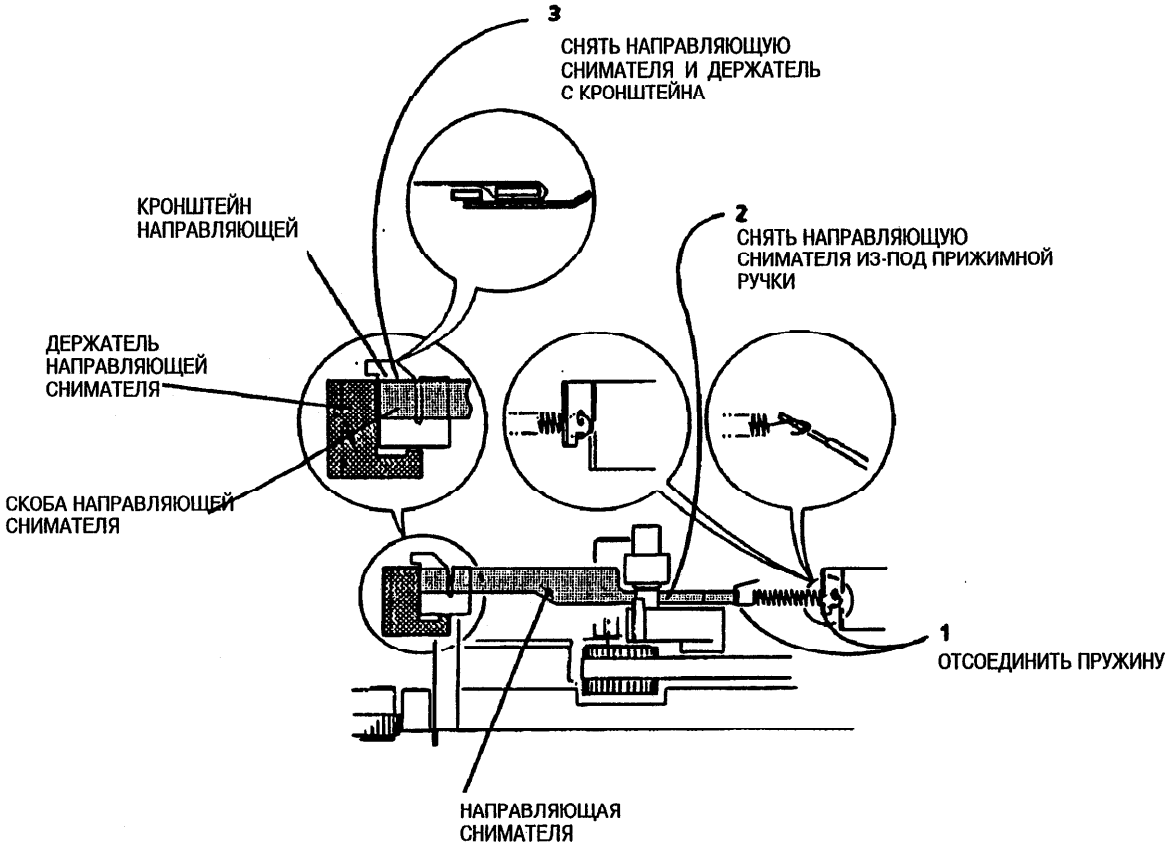

Рис. 1. Снятие направляющей снимателя и держателя направляющей
3. (Рис. 1): Снять направляющую снимателя и держатель.